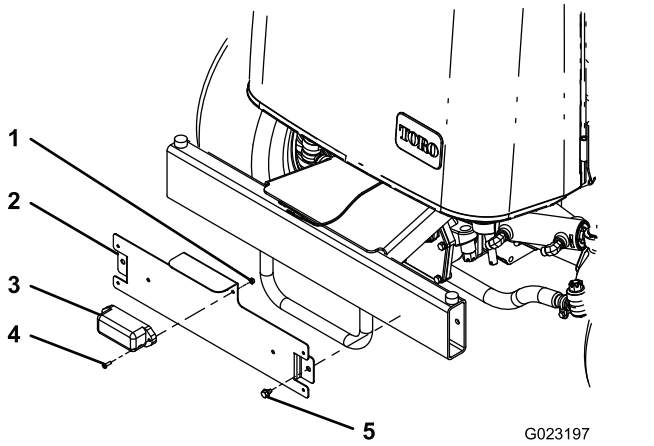

Figur 21
1. Fäst belysningen på registreringsskyltens fäste med två skruvar (nr 10 x 5/8 tum) och två låsmuttrar (Figur 21).
2. Montera registreringsskyltens fäste på den bakre stötdämparen med två självgängande skruvar (5/16 x 1/2 tum) enligt Figur 21.
Obs: Placera fästet enligt Figur 21.